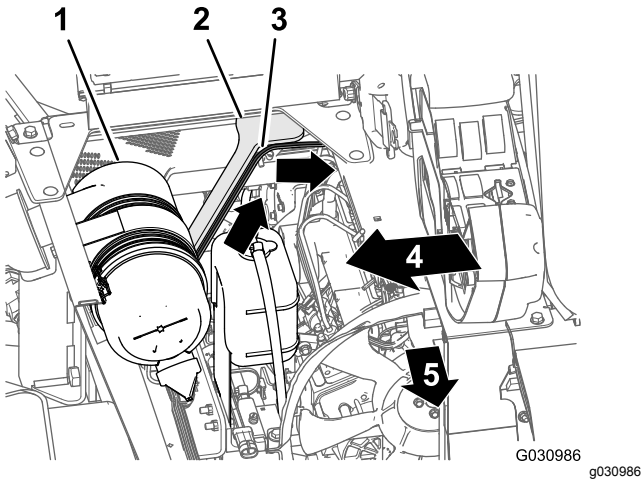

**Figur 136**
1. Før 165 cm afgreningen af ledningsnettet op og ind i den bageste del af motorrummet, langs den højre støtte til motorskjoldet – foran kanalen, der forbinder luftfilteret og motoren (Figur 136).